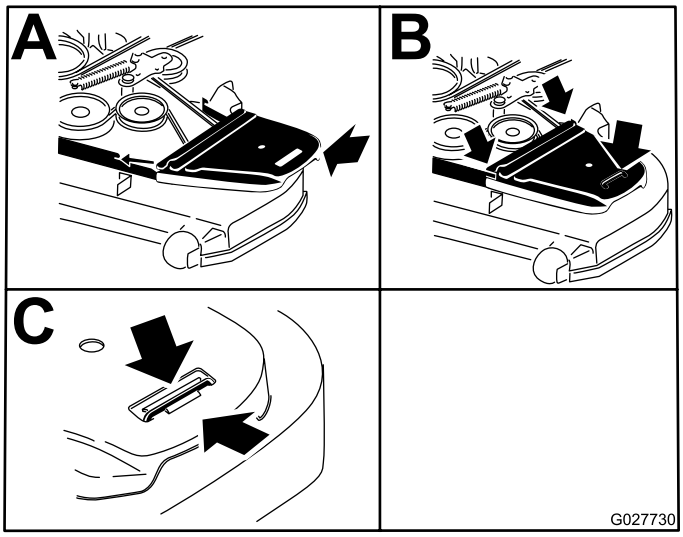

Figur 82
14. Monter beltedekslene og boltene som er festet til dem (Figur 82).